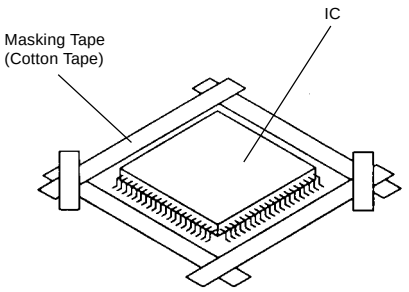

Fig. 5-1
1. Put Masking Tape (cotton tape) around the Flat Package IC to protect other parts from any damage. **(Refer to Fig. 5-1.)**